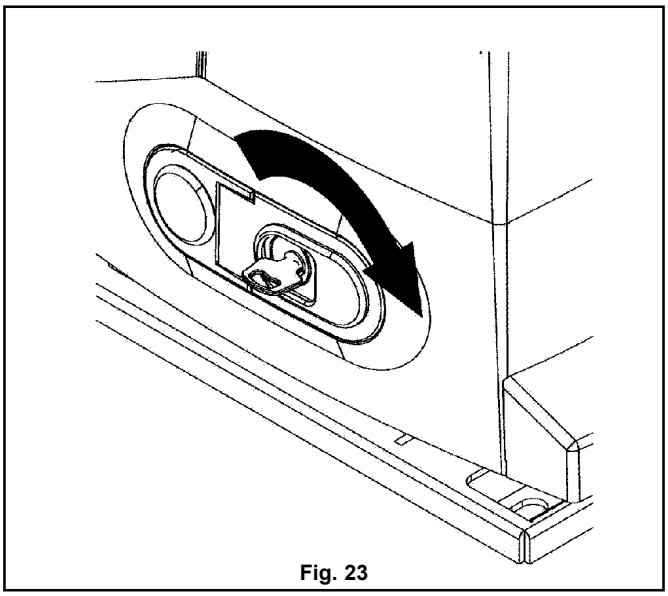

Fig. 23
b) Infilare la chiave nella serratura (fig. 23) e ruotarla verso destra di 90°; ora la lo sportellino di sgancio è libero.